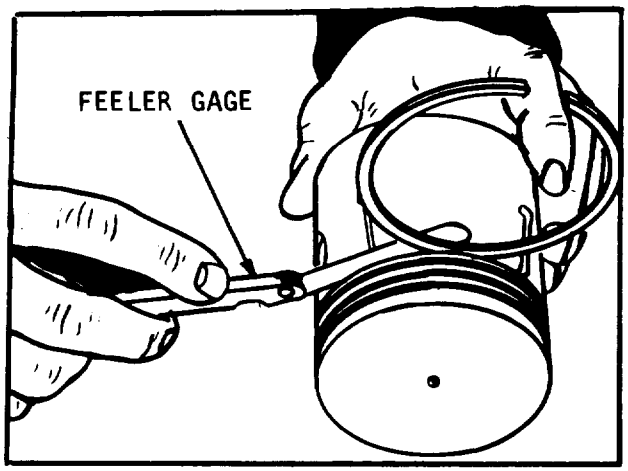

Figure 5-59. Checking Ring Side Clearance
g. Refer to figure 5-59 and check the ring side clearance of the compression rings with a feeler gauge inserted between the ring and its lowest land. The gauge should slide freely around the entire ring circumference without binding. Any wear that occurs will form a step at the inner portion of the lower land. If the lower lands have high steps, the piston should be replaced.